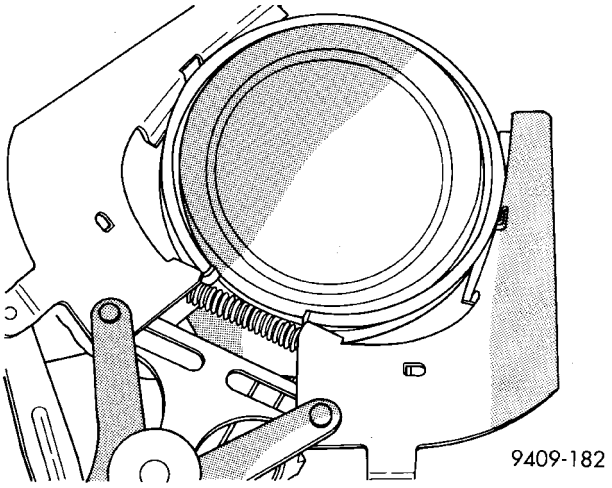

Fig. 80 Aros de pistón—Desmontaje e instalación
(2) Con un expansor de aro adecuado, retire los aros de pistón superior e intermedio (Fig. 80).